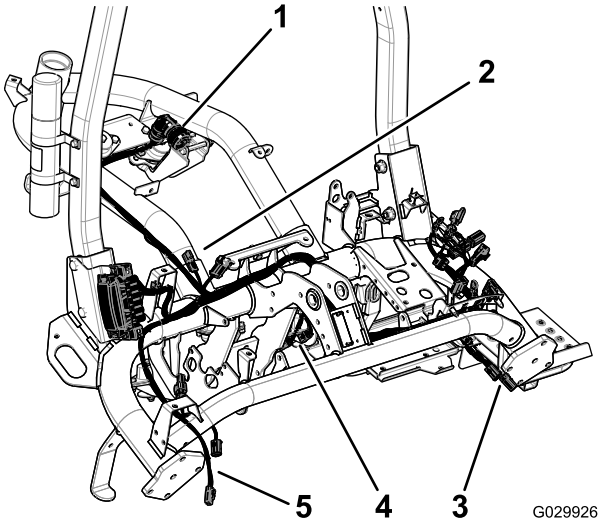

Figur 8
10. Koble de riktige tilkoblingspunktene til spolemotorene (Figur 8).